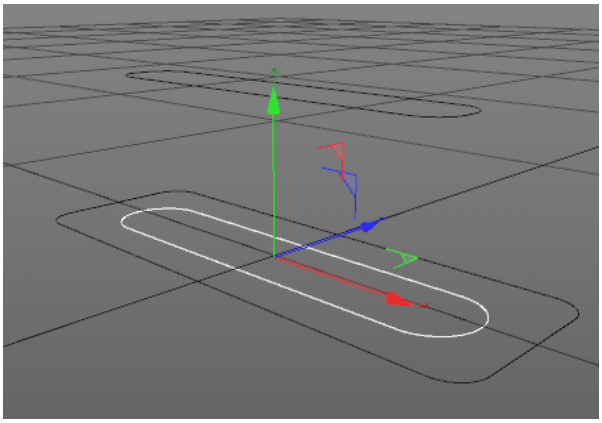

Figure 2-36 *Rectangle.2 placed in the Perspective viewport*
10. In the Attribute Manager, choose the **Coordinates** button; the **Coordinates** area is displayed. In this area, enter **-3.66** in the **P . Y** spinner. After entering the values, *Rectangle.2* is placed in the Perspective viewport, as shown in Figure 2-36.